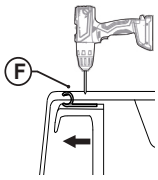

Figure VW2
• Drill 5 holes (4mm drill bit) evenly spaced through the aluminium rope track (F) and into the tub. **Refer Figure VW2. NOTE: First hole at each end of Rope Track to be 100mm distance inwards.**